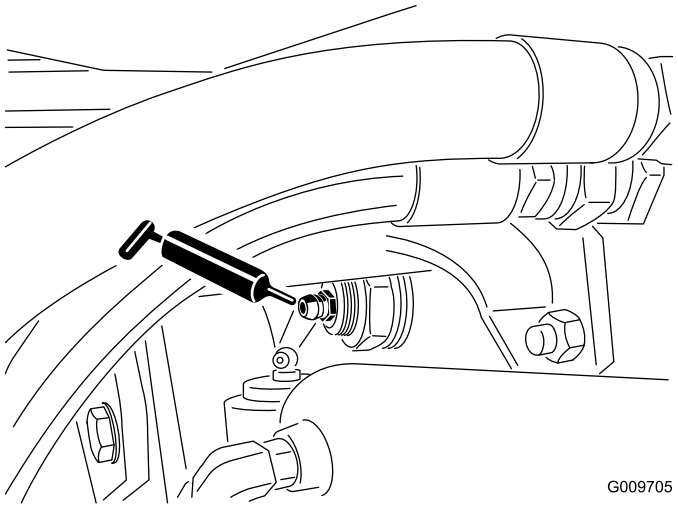

Figur 80
- Bakre axeltappsbussningar (2) (Figur 80)